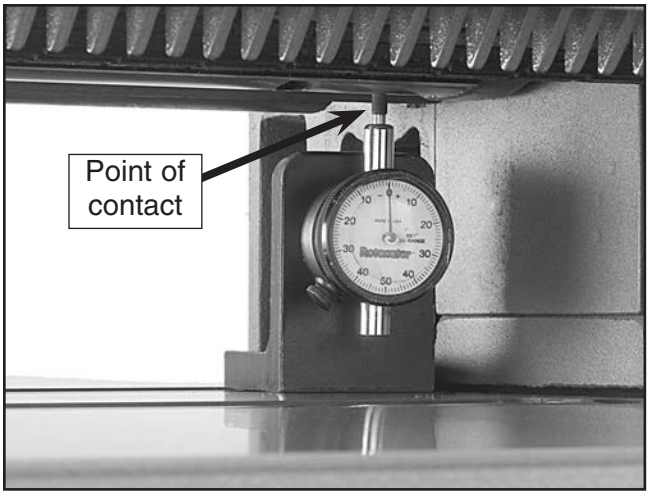

Figure 12. Rotacator measuring cutterhead/ table for being parallel to each other.
3. Set the Rotacator® dial to .000". Place the Rotacator® under the cutterhead on one end. Turn the cutterhead so the plunger on the Rotacator® will contact the cutterhead body as shown in **Figure 12**. Raise the table up enough for the cutterhead to get a reading on the dial.